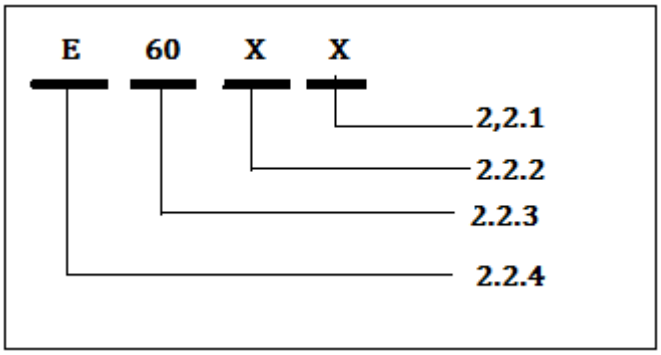

FIGURE 1 (4 × 1) (4)
2.2 FIGURE 1 shows an electrode specification number. Name each symbol and write the answer next to the question number (2.2.1–2.2.4) in the ANSWER BOOK.